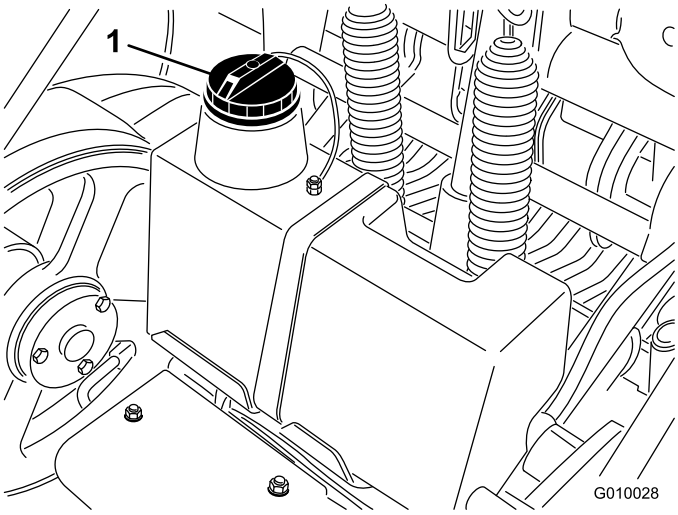

**Rysunek 18**
3. Oczyścić obszar wokół szyjki wlewu i korka zbiornika hydraulicznego (Rysunek 18). Odkręć korek szyjki wlewu.